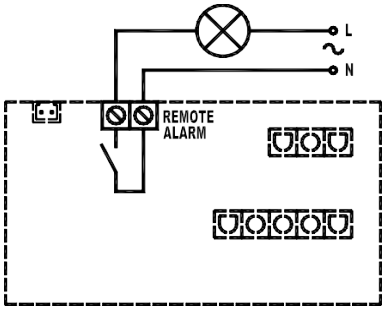

IMAGEN 2
3. Conecte el circuito de alarma a los bloques de terminales (ver IMAGEN 2).